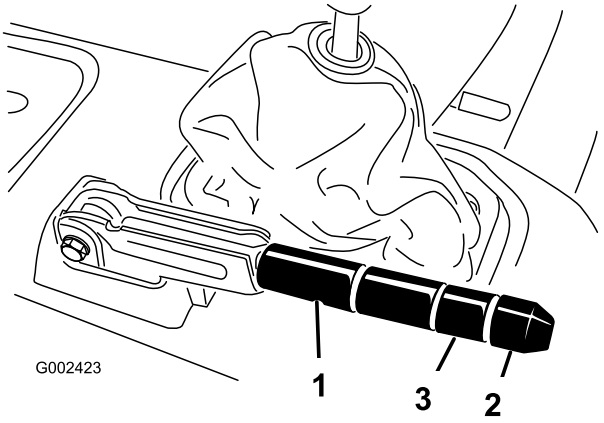

Figuur 75
2. Draai de stelschroeven los waarmee de knop is bevestigd aan de parkeerremhendel (Figuur 75).